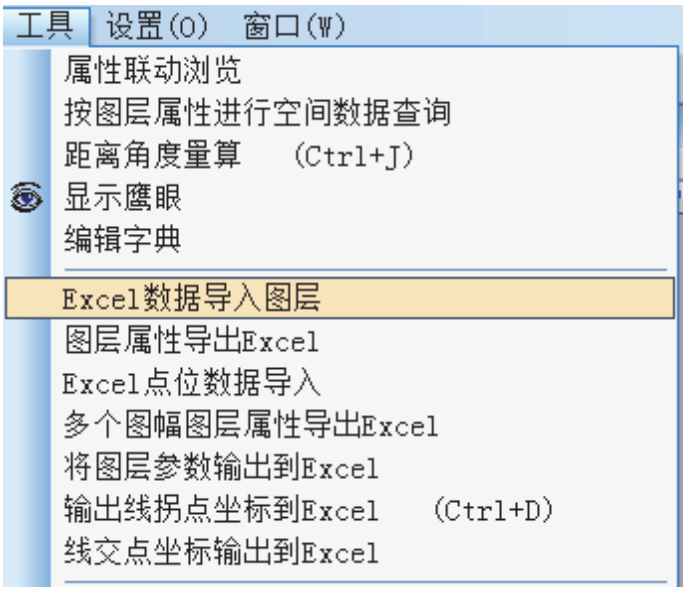

图 4-25
4. 选择菜单“工具”→“Excel 数据导入图层”（见图 4-25）；